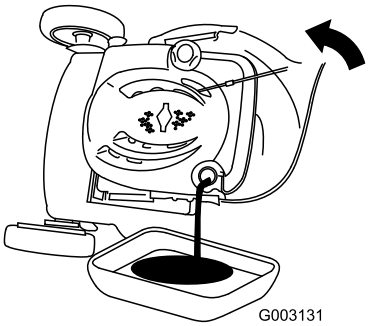

Figura 36
3. Inclinate il tosaerba sul fianco, con il filtro dell'aria in alto, per scaricare l'olio usato attraverso il tubo di riempimento (Figura 36).